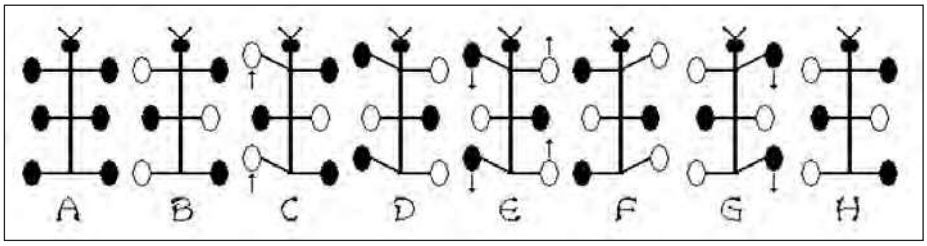

Figura 4: movimento in avanti del robot.
Per potersi muovere tale robot ha bisogno di compiere una precisa sequenza di movimenti come rappresentato in **figura 4**. All'inizio le sei zampe sono poggiate a terra (A); la zampa centrale sinistra si abbassa, risultato il robot si inclina verso destra e le zampe sinistre (anteriore e posteriore) si sollevano (B). Il robot poggia su tre zampe: anteriore e posteriore destra, centrale sinistra; le zampe sinistre sollevate vengono fatte avanzare (C); si riporta in piano la zampa centrale sinistra e si abbassa la destra, risultato il robot si inclina verso sinistra e le zampe destre (anteriore e posteriore) si sollevano (D). Il robot poggia su tre zampe: anteriore e posteriore sinistra, centrale destra; vengono riportare le zampe sinistre in posizione centrale con conseguente avanzamento del corpo del robot, poi vengono fatte avanzare le zampe destre (E-F). Riportando in piano la zampa centrale destra e abbassando la sinistra, il robot si inclina nuovamente verso sinistra e le zampe destre possono essere riportate in posizione centrale con conseguente avanzamento del corpo del robot (G-H). Ripetendo in maniera continua questi passi il robot avanzerà fino a quando non gli verrà imposto tramite il telecomando di cambiare direzione o di fermarsi.